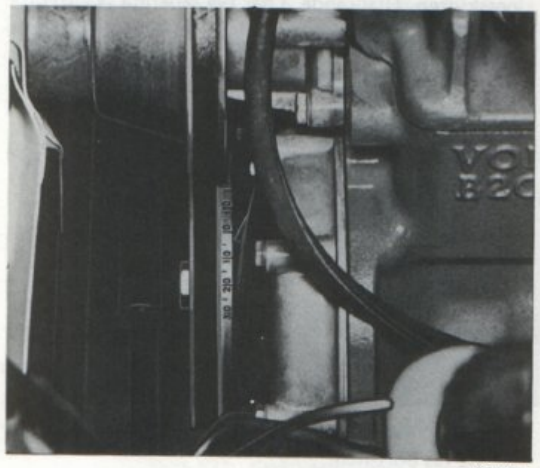

Bild 118. Gradering för tändinställning
1. Rengör remskivan så graderingen syns, jfr. bild 118.